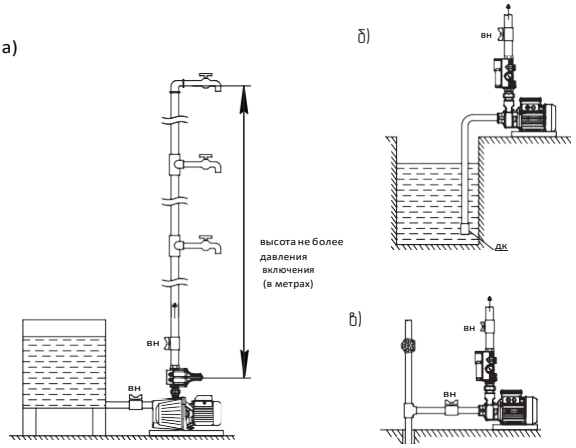

Рис.4 Схемы для систем водоснабжения
6.1. Для повышения удобства пользования станцией целесообразно организовать систему водоснабжения по рекомендованным схемам, указанным на рис. 4.
6.2. Высота водяного столба между станцией и наивысшей точкой водопотребления (крана) должна быть не больше давления включения электронасоса (в метрах), указанного в табл.1, в противном случае при открытии верхнего крана давление упадет недостаточно для срабатывания контроллера, электронасос не запустится, и верхний кран не будет обеспечен водой (рис.4а). В случае если высота наивысшей точки водопотребления (крана) выше необходимого значения, нужно установить станцию выше. Также можно отрегулировать давление включения